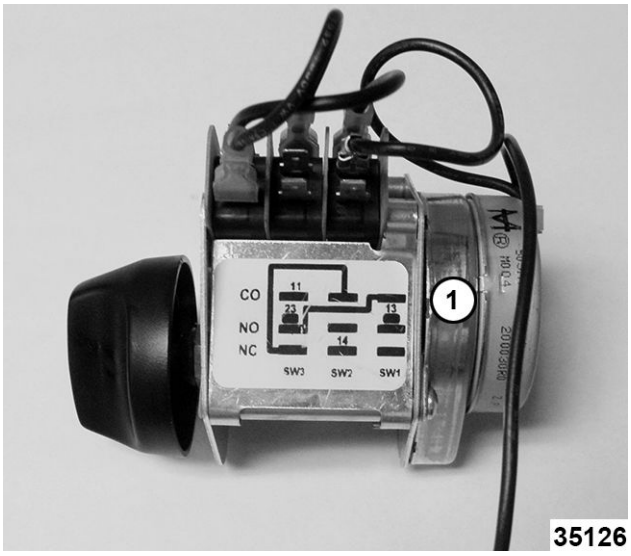

**Fig. 1**
**Precision Timer (1) Shown in Fig. 1**